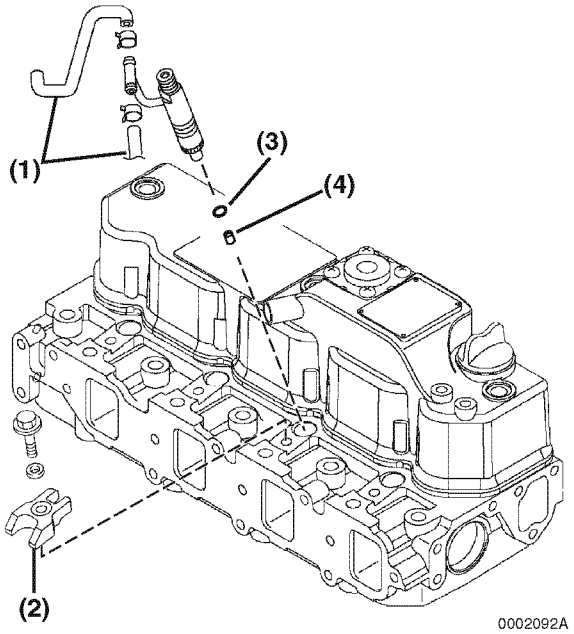

Figure 7-49
3. Remove the return fuel hoses **(Figure 7-49, (1))** from one side of each fuel injector.
4. Remove the bolts and washers that secure the fuel injector retainers **(Figure 7-49, (2))** to the cylinder head.
7. Remove the injector nozzle protector **(Figure 7-49, (3))** and seat **(Figure 7-49, (4))** from the cylinder head.